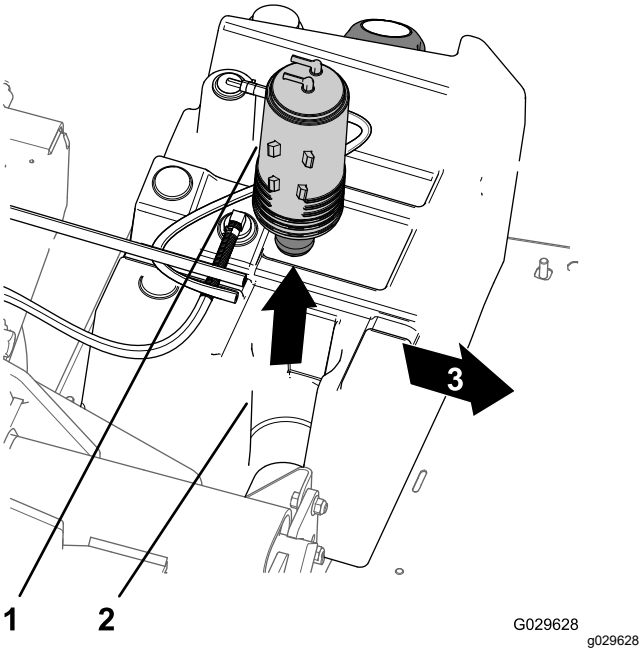

Figur 50
3. Løft kulfilterbeholderen af kulfilterbeholderens montering i brændstoftanken (Figur 50).
7. Sæt den nye kulfilterbeholder ind i kulfilterbeholderens montering på brændstoftanken med tømningsfittings og brændstoftankens fittings justeret bagud (Figur 50).